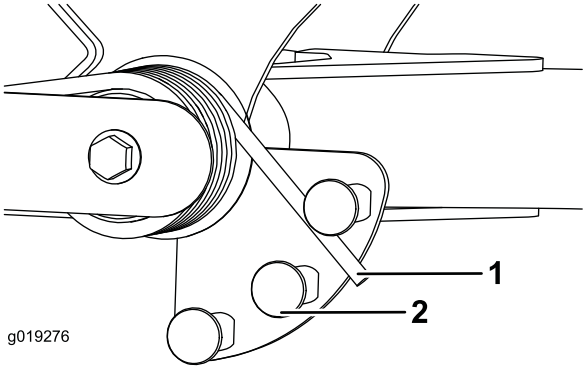

Figur 35
2. Sätt ett rör eller liknande på den långa fjäderänden och vrid det runt fjäderdonet till önskat läge (Figur 35).